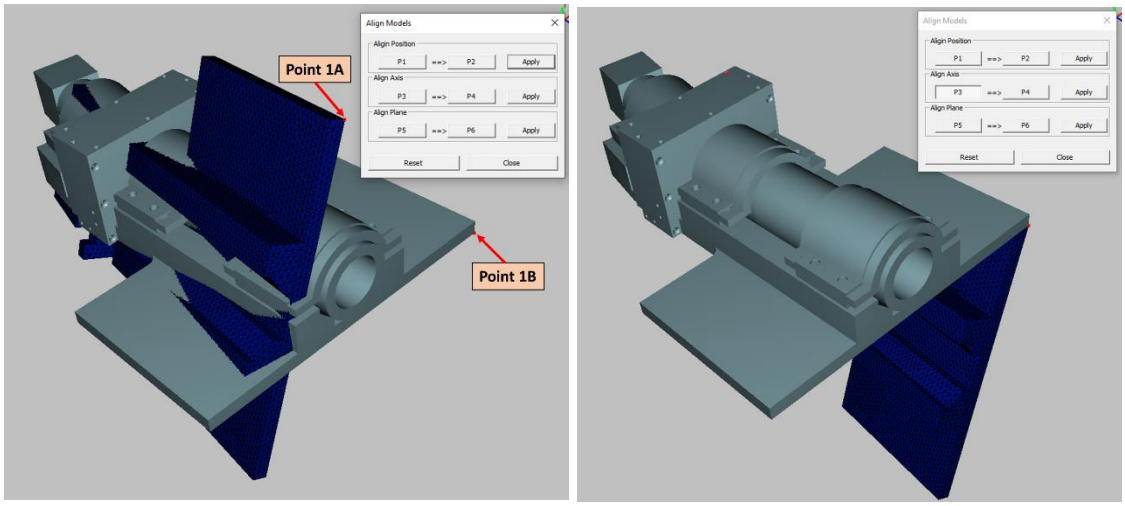

Figure 117 Alignment example - Step 1 - Translation (before and after)
1. Translating **Model A** to **Model B** (Figure 117)